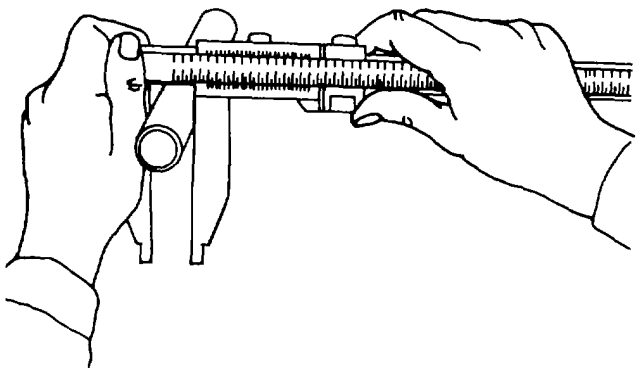

Figure 3-29. Vernier Caliper
(6) Vernier calipers. Vernier calipers work like slide calipers. Shown in figure 3-29, vernier calipers can make very accurate outside or inside measurements.